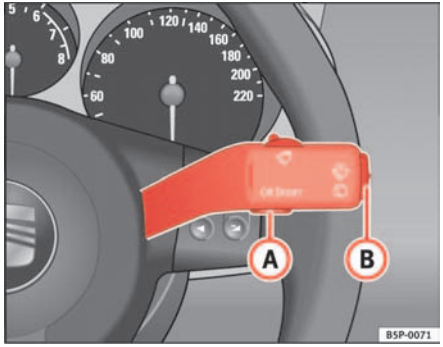

Fig. 39 Windscreen wiper and washer lever: Button A and rocker switch B
A **Service pre-warning** will appear in the mileage display if a service is due soon. A “spanner” symbol appears and the display “km” with the distance that can be driven until the next service appointment is due. The display will change after approximately 10 seconds. A “clock symbol” appears and the number of days until the service appointment should be carried out. The instrument panel displays the following message [5] : **SERV. IN ... KM OR ... DAYS**. The service message will disappear approximately 20 seconds after the ignition is switched on or the engine is running. The normal display can be resumed by pressing the reset button on the trip counter or by pressing the rocker switch of the MFI ⇒ page 61, fig. 39 (B).
– With the ignition switched on, briefly press the button ⇒ fig. 39 (A) on the windscreen wiper lever to move between the two memories.